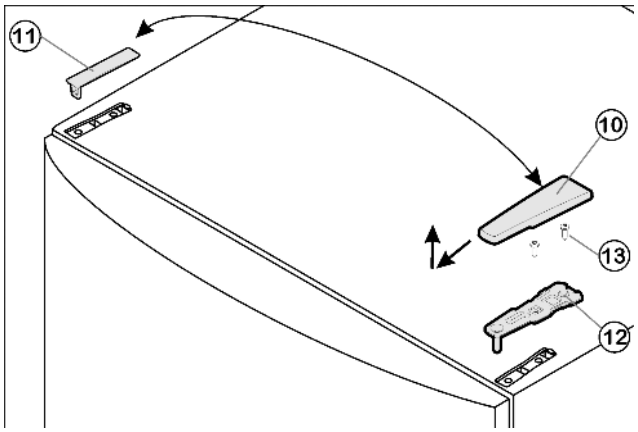

Fig. 4
▶ Enlever le cache *Fig. 4 (10)* vers l'avant et le haut.
▶ Retirer le cache *Fig. 4 (11)*.
▶ Dévisser le support d'appui supérieur *Fig. 4 (12)*(2 Torx® 25) *Fig. 4 (13)* et retirer vers le haut.
- ▶ Placer le support d'appui supérieur *Fig. 4 (12)* sur le nouveau côté charnière de porte.
- ▶ Visser le support d'appui supérieur *Fig. 4 (12)* à fond (avec **4 Nm**) (2 Torx® 25) *Fig. 4 (13)*. Pointer les trous de vissage ou utiliser une visseuse sans fil.
- ▶ Faire encliqueter le cache *Fig. 4 (10)* et le cache *Fig. 4 (11)* du côté opposé.